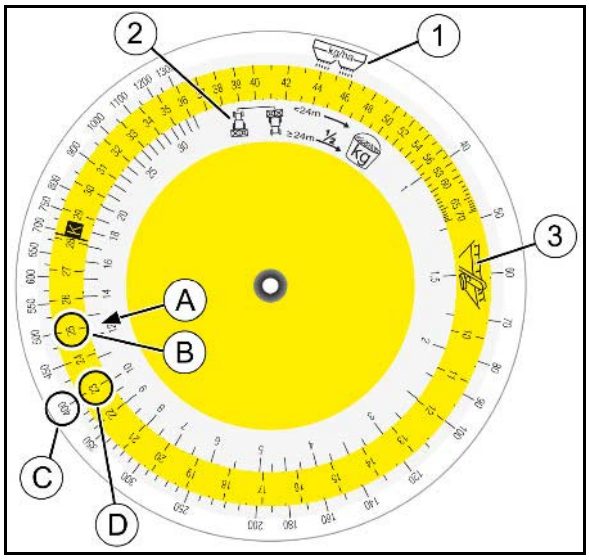

**Rys. 65**
Na skali (Rys. 65/2) odszukać wartość liczbową (A) dla wychwyconej ilości nawozu [kg] i ustawić ją nad wybraną pozycją zasuw (B) na kolorowej skali (Rys. 65/3).
3. Odszukać żądaną dawkę rozsiewu (C) i odczytać właściwe ustawienie (pozycję) zasuw (D.